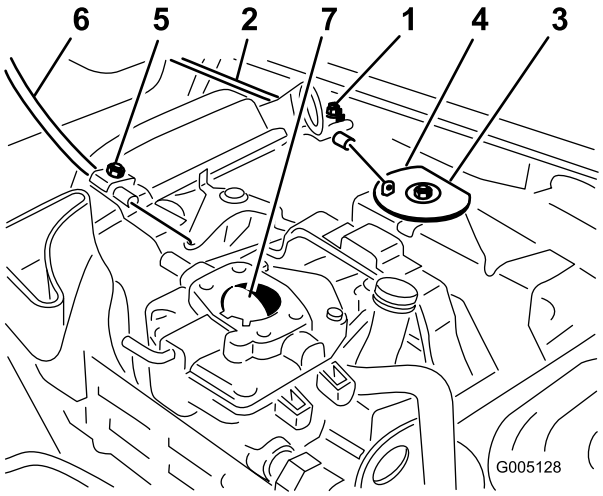

Figur 35
1. Løsne klemskruen som fester kabelen til motoren (Figur 35).
3. Dra kraftig i gasskabelen til bakdelen av svivelen kommer i kontakt med stopperen (Figur 35).
3. Dra kraftig i chokekabelen til chokeventilen er helt lukket, og stram deretter klemskruen som fester kabelen (Figur 35).